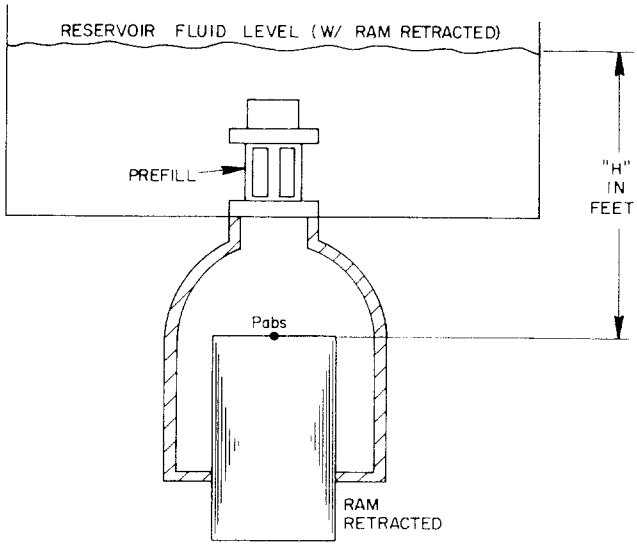

**Fig. 1** Prefill installed in reservoir and directly connected to cylinder.
- Refer to figures 1, or 2, or 3. Determine head "H" (in feet) between ram and level of fluid in reservoir.
See figures 1 or 2 or 3.
See figure 1 through 3 with reference to the Line Head Loss vs Flow for the pipe size involved.